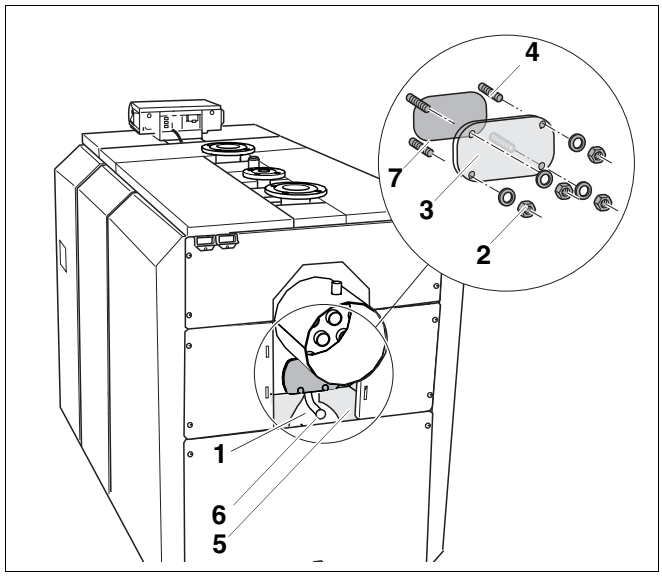

Fig. 55 Montare il coperchio di pulizia
- Premere leggermente a lato l'isolamento termico del collettore fumi (fig. 55, **pos. 5**) per poter rimontare il coperchio di pulizia sul collettore fumi.
- Mettere il coperchio di pulizia del collettore fumi (fig. 55, **pos. 3**) con la guarnizione acclusa sui prigionieri (fig. 55, **pos. 4**).
- Avvitare il coperchio di pulizia del collettore fumi (fig. 55, **pos. 3**) con i dadi e le rondelle (fig. 55, **pos. 2**) al collettore fumi (fig. 55, **pos. 1**). Coppia di serraggio 12 Nm (fissato a mano).